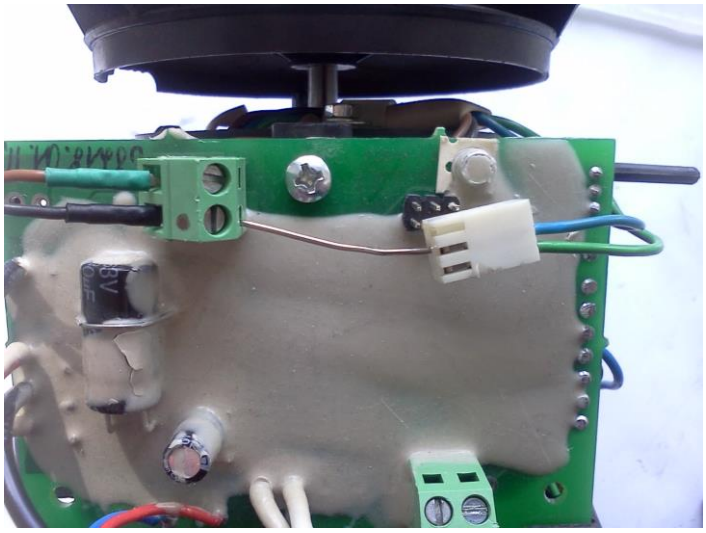

Abb.12 - Anschluss des Motorsteuersignals (PBM) zum Testen
2) Leistungsfähigkeit des LG überprüfen. Dazu schließen Sie kurzzeitig den Kontakt der blauen Leitung (weißer Stecker, PBM) mit dem Kontakt der schwarzen Leitung mittels Brücke, dünnes Drahts oder Leitung (Abb. 12). In diesem Fall muss zur Heizung Strom geliefert werden, aber die sollte nicht eingeschaltet sein. Wenn der Ventilator zu laufen anfängt, ist das LG störungslos.
3) Das LG auf das Fehlen von "toten Punkten" überprüfen. Prüfen Sie dazu, ob das LG von allen Positionen aus startet, die Position des Ventilators ändernd und den Kontakt der blauen Leitung mit der schwarzen schließend (Abb. 12). Wenn es "tote Punkte" gibt, ist das LG fehlerhaft.
4) Überprüfen Sie, ob der Geschwindigkeitsmesskanal funktioniert. Schließen Sie dazu die Kontakte der blauen und schwarzen Leitung (Abb. 12) und messen Sie die Impulsfrequenz auf der grünen Leitung mit digitalem Tester. Während das LG an Dynamik gewinnt, sollte die Impulsfrequenz zunehmen. Öffnen Sie den Kontakt. Das LG wird langsamer und die Impulsfrequenz beginnt zu sinken. Wenn eine dieser Bedingungen nicht erfüllt ist, ist das LG defekt.